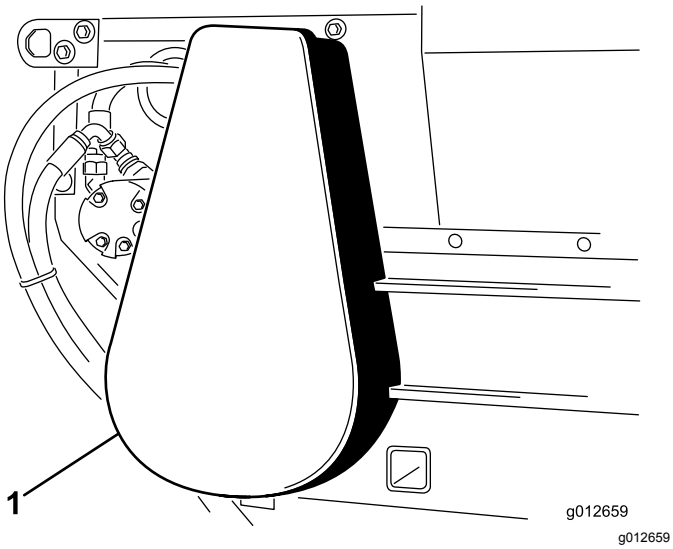

Figuur 18
2. Verwijder het kettingdeksel (Figuur 18).
6. Plaats het kettingdeksel (Figuur 18).